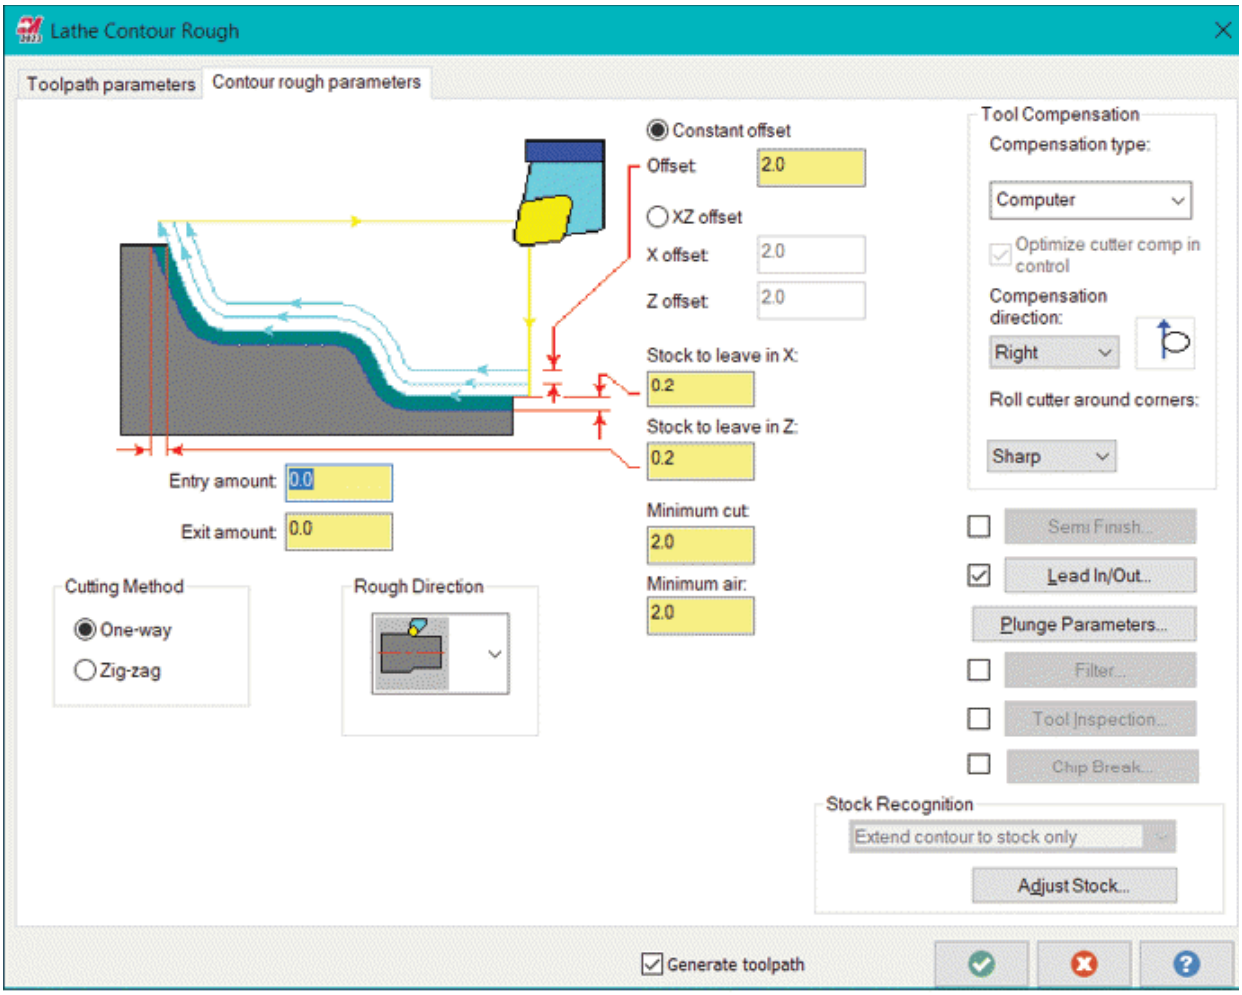

Figure-88. Lathe Contour Rough dialog box
- Click on the **Contour rough parameters** tab in the dialog box. The dialog box will be displayed as shown in Figure-88.